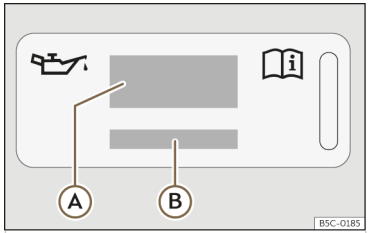
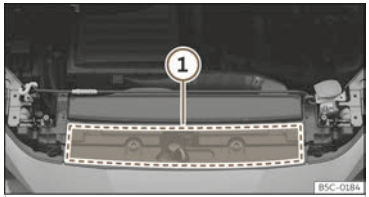

Fig. 238 In the engine compartment: engine oil label
Fig. 239 In the engine compartment: area where the engine oil label is located
Key to >>> **Fig. 238**:
If the engine oil has to be topped up, use one of the oils shown on the label >>> Fig. 238. The label with the prescribed standard is located at the front of the engine compartment >>> Fig. 239 ①. If you use the recommended engine oil, you can top up the oil as often as necessary.
- **If the label showing the engine oil specifications is missing ››› Fig. 238, please contact a specialist workshop.**